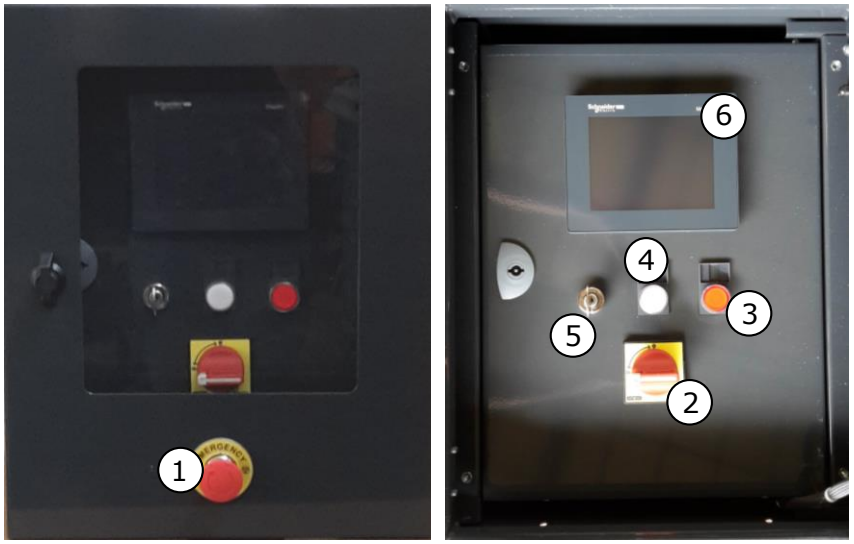
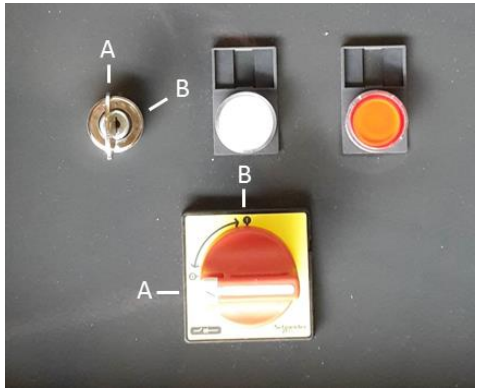
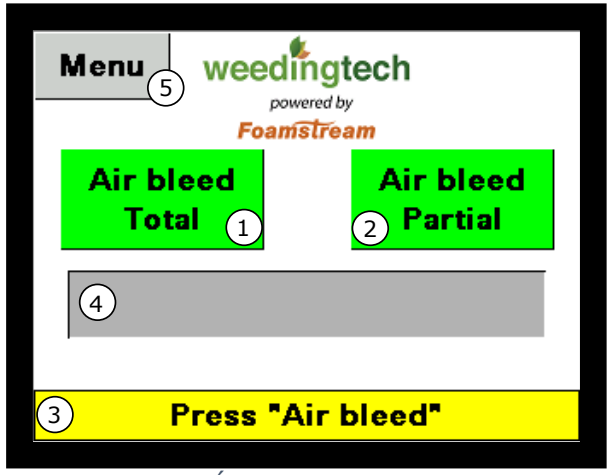

Figure 5 - Boîtier de commande fermé (gauche) ouvert (droite)
Figure 12 - Détails des interrupteurs du panneau avant
Figure 13 - Écran de démarrage du PLC
- ✓ Faire démarrer la génératrice en tournant la clé en sens horaire vers la position « B », la relâcher en position « A » lorsque le moteur démarre (consulter la Figure 12)
- ✓ Tourner le commutateur d'isolation à la position « B » (consulter la Figure 12), l'écran PLC doit s'allumer (consulter la Figure 13)
- ✓ Appuyer sur le bouton « RÉINITIALISER » (bouton rouge sur le panneau avant, consulter la Figure 5), l'indicateur « ANOMALIE » s'éteint et il est possible de voir l'écran représenté à la Figure 13.
- ✓ Attendre quelques secondes avant de prélever de l'air : boutons « 1 » et « 2 » de la Figure 13.